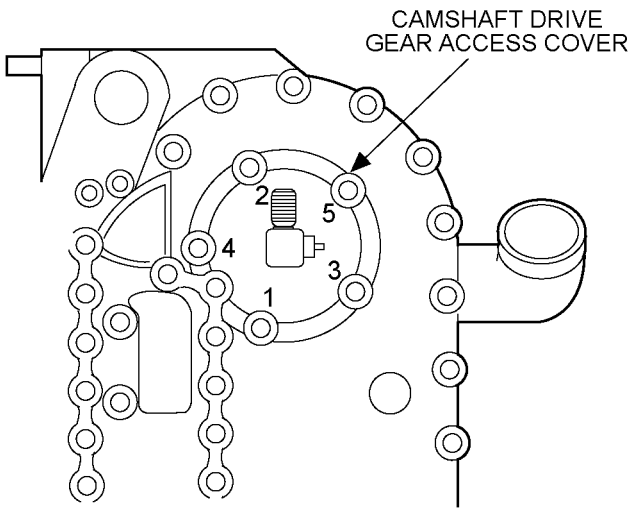

Figure 1-405 Camshaft Drive Gear Access Cover Torque Sequences
13. Torque the bolts to 30-38 N·m (22-28 lb·ft), using the tightening sequence. See Figure 1-405.